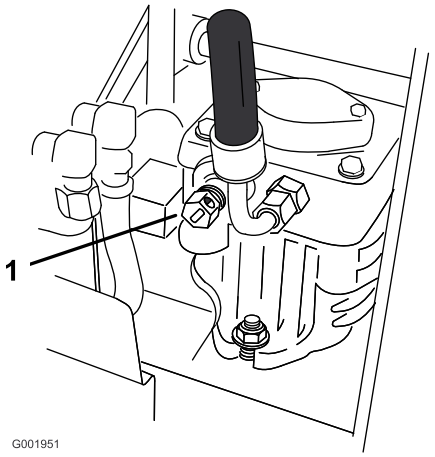

**Figure 12**
2. Ouvrez les vannes de dérivation des deux pompes en les tournant 1 à 2 fois dans le sens antihoraire. Cela permet au liquide hydraulique de contourner les pompes et aux roues de tourner (Figure 12).